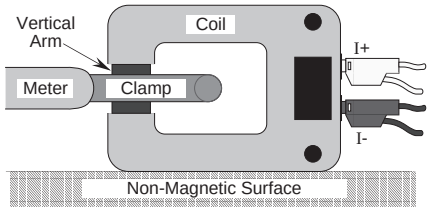

Fig. 4.5.5 Position of Clamp
- *Fig 4.5.5.* With the coils located on a non-magnetic surface (not the work mat, as it has a steel core), place the clamp in position so that it surrounds the vertical arm of the coil. Keep the clamp mid-way up the vertical arm, and away from the corners.